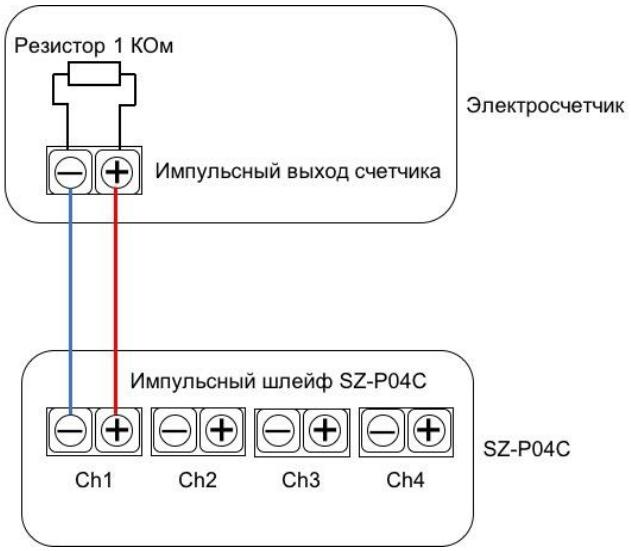

Рисунок 4 - Схема подключения
3. Произвести подключение телеметрических импульсных выходов счетчиков электроэнергии к входам устройства *SZ-P04*, соблюдая полярность (рисунок 4). Полярность входов указана на корпусе устройства *SZ-P04*. Полярность выходов со счетчиков электроэнергии нужно смотреть в документации от производителя счетчиков. Для поддержки контроля целостности цепи необходимо подключить резистор со стороны подключаемого счетчика электроэнергии, как показано на рисунке 4 (применимо только к *SZ-P04C*).